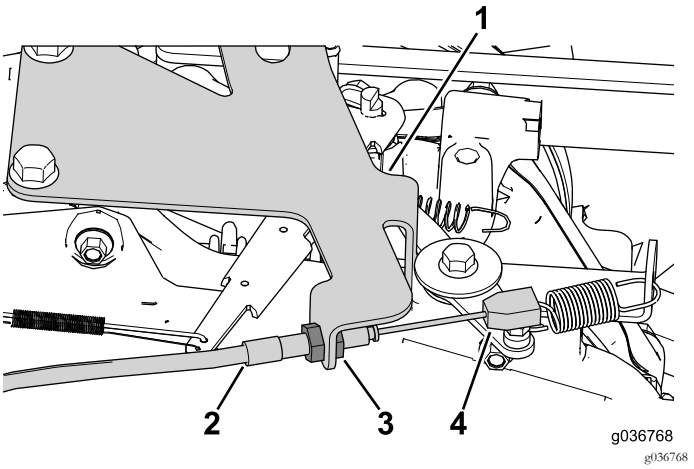

Figura 33
1. Utilizzate i controdadi sul cavo per regolare e fissare il cavo alla staffa (Figura 33).